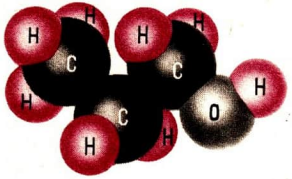

Abb. 16 Molekülmodell von Propanol
Im folgenden werden die Alkanole betrachtet, bei denen die Hydroxylgruppe an das erste Kohlenstoffatom der Kohlenstoffkette gebunden ist (Abb. 16). ① ②